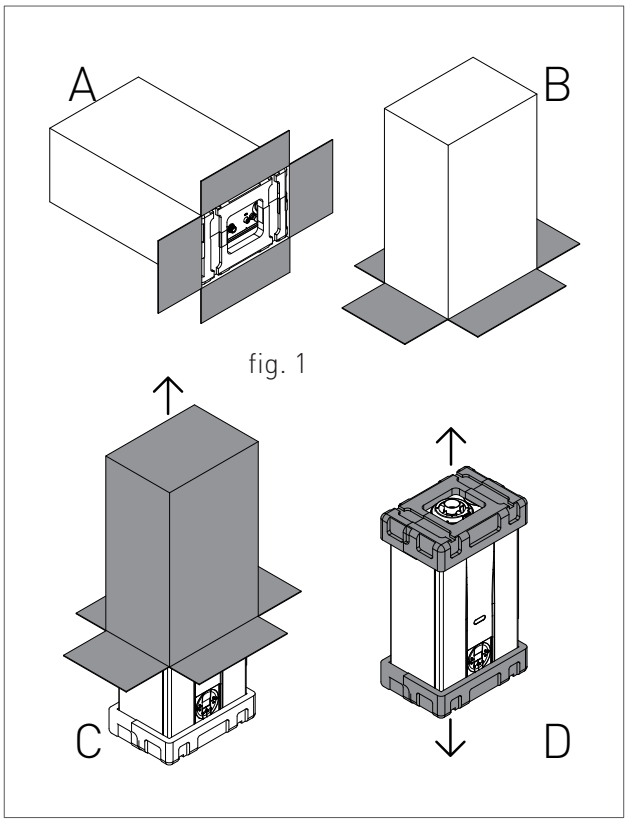

fig. 1
- Place the packed boiler on the floor (fig. 1-A) and remove the fasteners opening the four flaps of the box outwards.
- Turn the boiler at 90° holding it with your hand (fig. 1-B).
- Lift the box (fig. 1-C) and remove the guards (fig. 1-D).